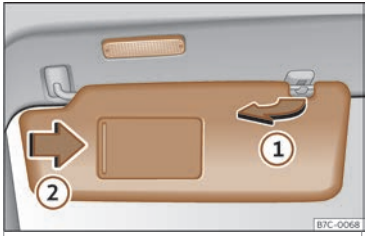

Fig. 95 Parasol.
- O parasol pode sacarse da fixación e xirarse cara á porta››› **fig. 95 ①**.